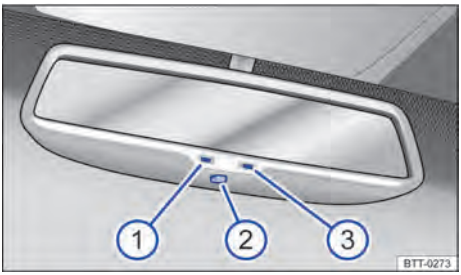

Fig. 70 No para-brisa: espelho retrovisor interno com antiofuscante automático.
Legenda para → Fig. 70:
① Luz de controle.
② Interruptor.
③ Sensor para reconhecer a incidência de luz por trás.
O antiofuscamento automático pode ser ligado e desligado com o interruptor no espelho retrovisor interno → Fig. 70 ②. Com o antiofuscamento automático ligado, a luz de controle → Fig. 70 ① se acende.
– Um sensor no lado que indica para o interior do veículo, que mede a incidência de luz por *trás* → Fig. 70 ③.